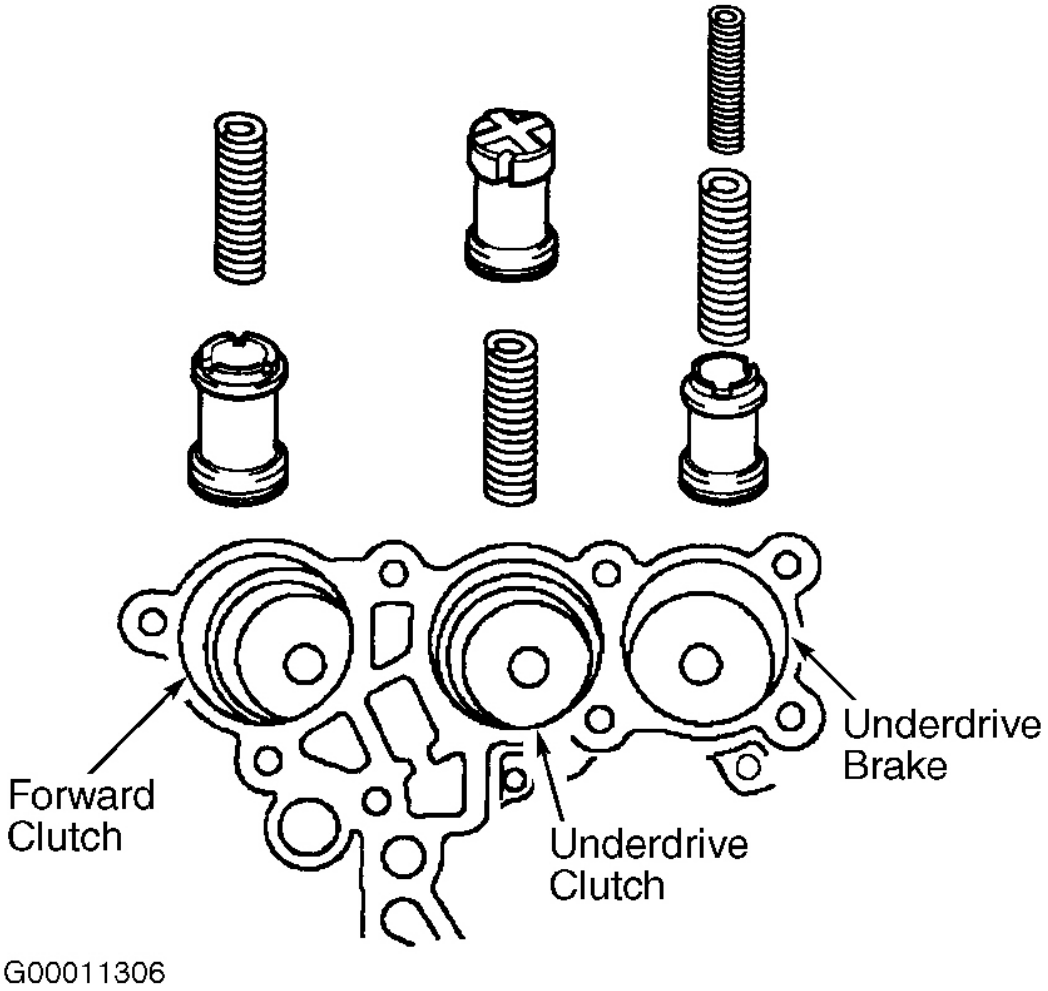

Fig. 76: Identifying Accumulator Piston & Spring Locations
42. Tighten 1.063" (27.00 mm) bottom bolt to 15 ft. lbs. (20 N.m). Tighten .630" (16.00 mm) top bolt to 106 INCH lbs. (12 N.m). Coat NEW "O" rings with ATF and install them onto accumulator pistons. Coat 4 springs and 3 accumulator pistons with ATF, and install components into transaxle case holes. See **Fig. 76**. See appropriate ACCUMULATOR SPRING FREE LENGTH SPECIFICATIONS table for spring specifications and identification.